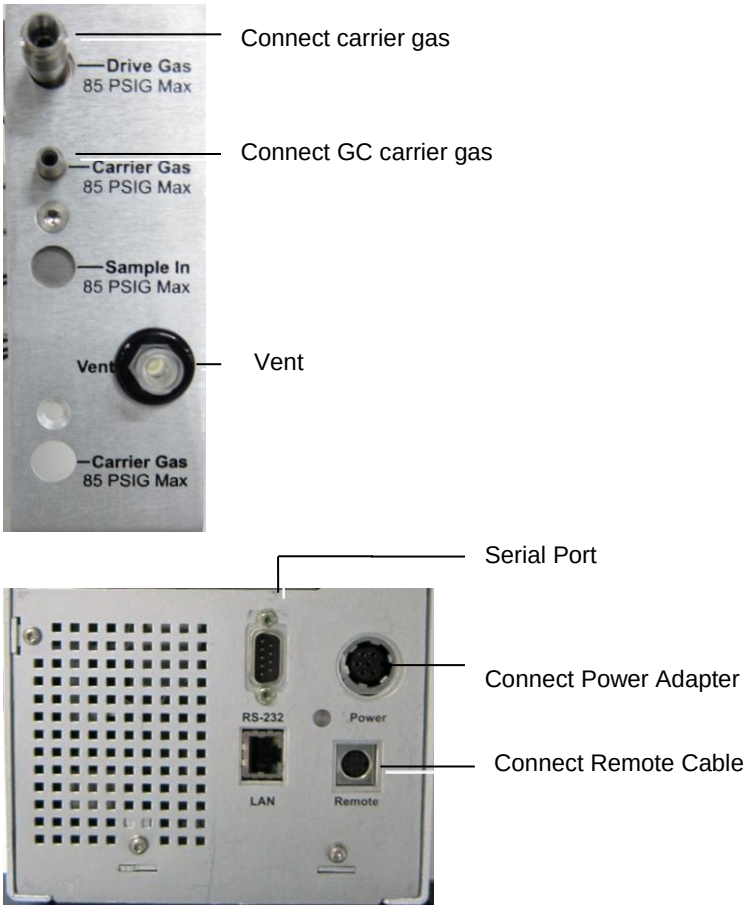

Figure 20 Cable and Gas Line interface of G4370A
3. Connect the Gas Line according to Figure 20.